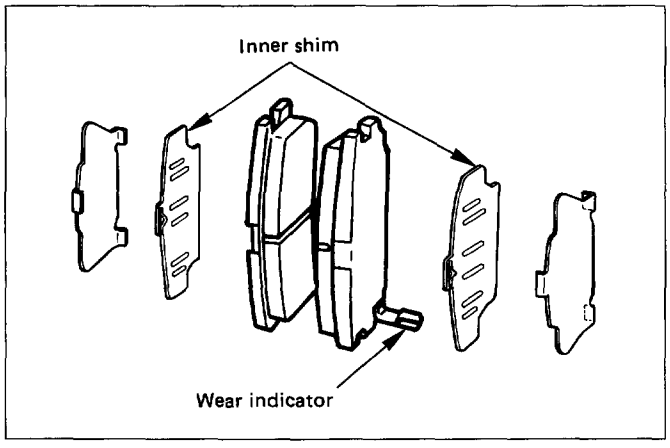

Fig. 5A2-44
6. **Support bracket (Fig. 5A2-45)**